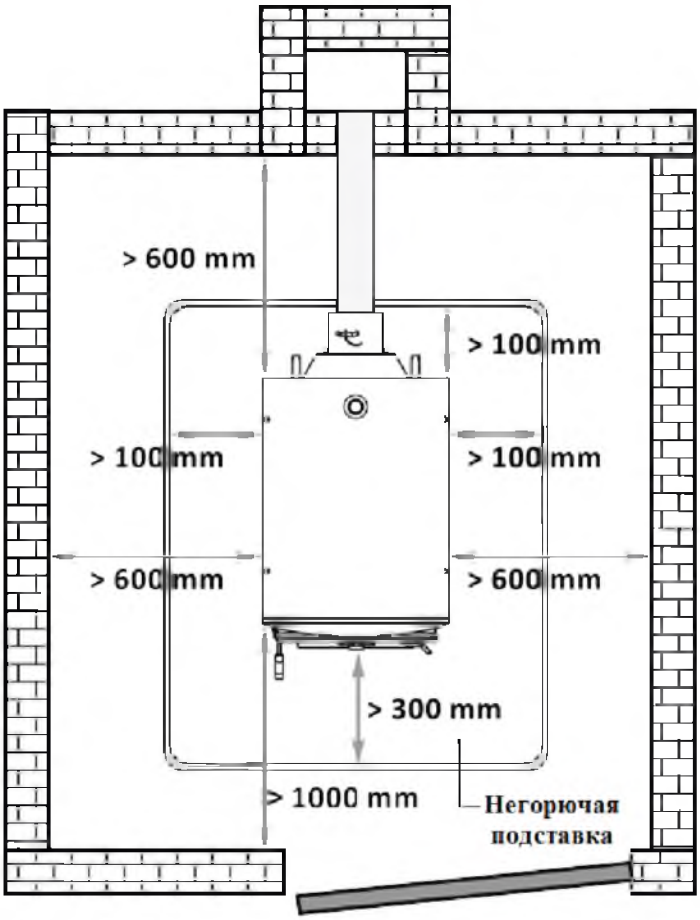

Рис. 14 Расположение котла в котельной
- Выдерживать минимальные расстояние от стен до передней, боковых и задней частей твердотопливного котла как показано на рис. 14.
- Котел необходимо устанавливать на пол из негорючего материала, на негорючую подставку, которая шире на 100 мм, чем основание котла по боковым и задней сторонам и на 300 мм, чем основание с передней стороны котла (рис.14)